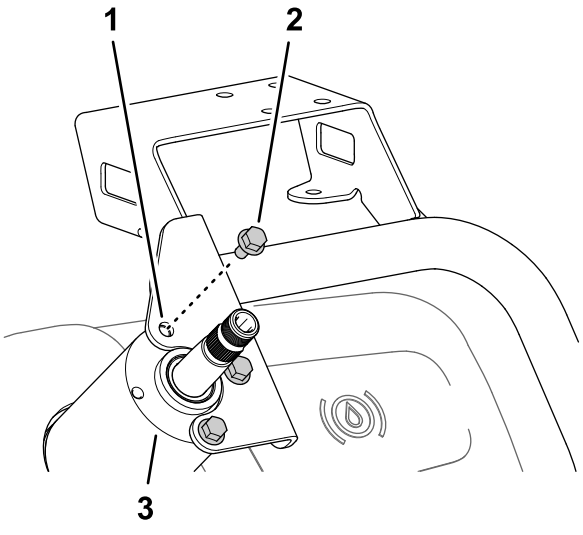

Figur 163
2. Monter monitorens monteringsbeslag på styreventilhuset (Figur 163) med de 3 flangehovedbolte (6 x 12 mm).